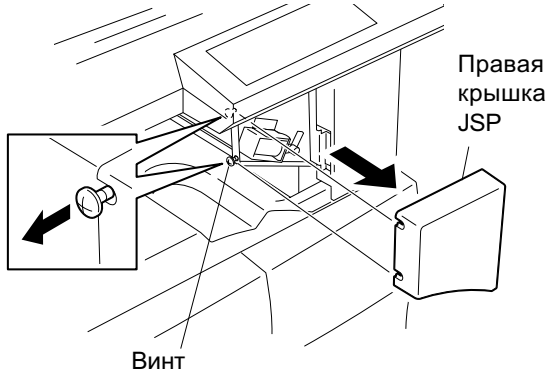

Fig. 6-2
2. Снимите правую крышку JSP. (см. Fig. 6-2)